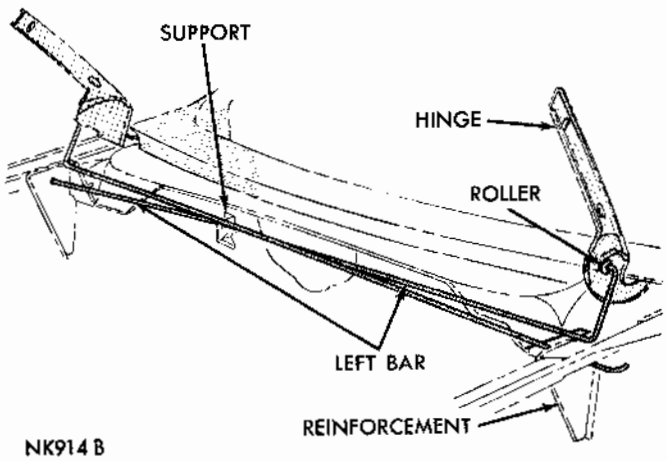

Fig. 5 - Hood Torsion Bars
(1) Disengage the torsion bar roller (Fig. 5) from its seat on hood hinge by forcing the roller end of bar to the rear and raising hood fully.
(2) Disengage left hand torsion bar roller from hood hinge.
(3) Remove hood assembly.
(4) Remove torsion bars from center support and remove bars from end reinforcements.
(5) Lubricate torsion bar rollers and install on hinges.
(6) Install hood assembly and adjust alignment.